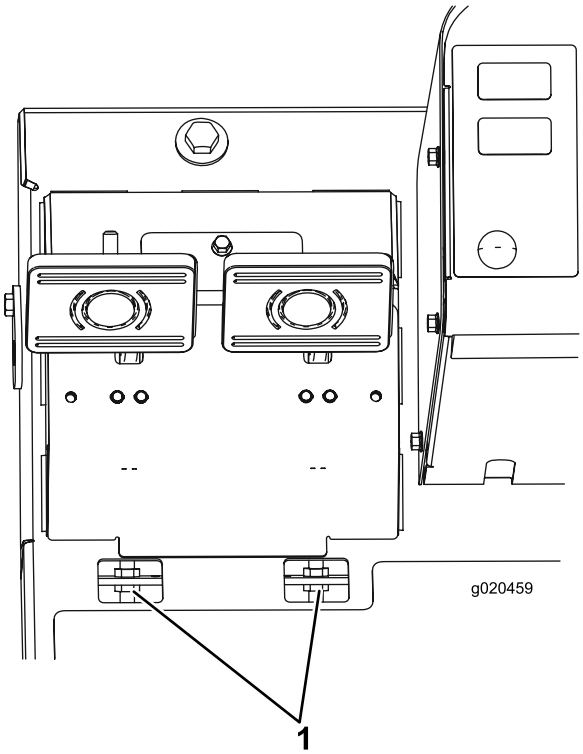

Figuur 67
B. Draai de voorste moer op het draadeinde van de remkabel los (Figuur 67).